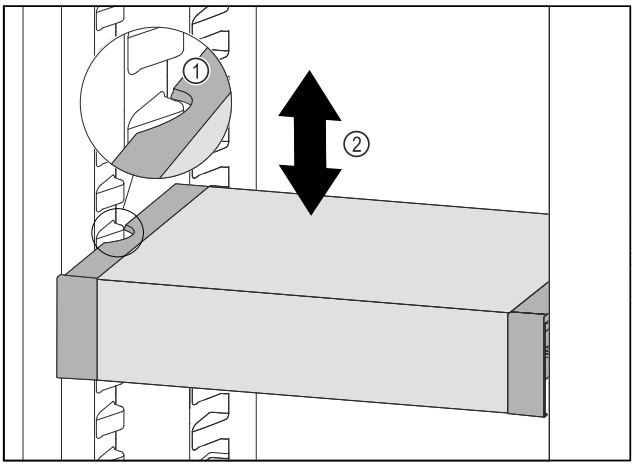

Fig. 165
▶ Pull VarioSafe forwards until the recesses in the side of the VarioSafe are at the level of the support rib in the refrigerator compartment. *Fig. 165 (1)*
▶ Move VarioSafe up or down in the refrigerator compartment until the desired height is reached. *Fig. 165 (2)*